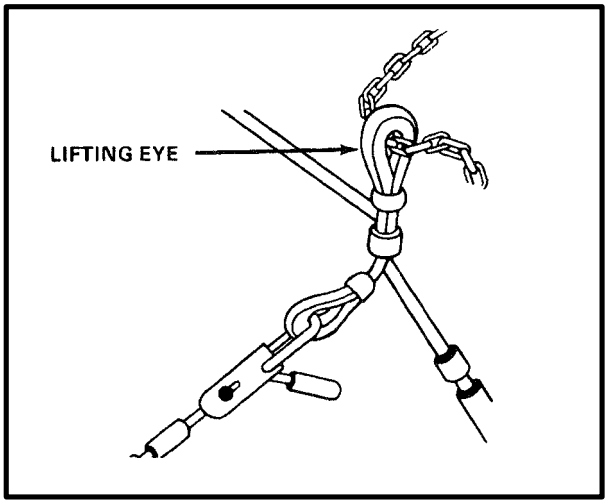

*Figure 8-10. Connecting Sling Leg Lifting Eye*
**(5)** Loop the chain end of a sling, such as the 10,000-pound capacity sling set, through each sling lifting eye as shown in Figure 8-10.